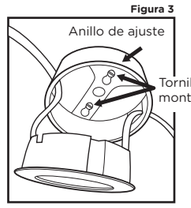

Figura 3
9. Para asegurar el disco en el anillo de reborde, presione con firmeza el anillo de reborde mientras pasa los cables de alimentación eléctrica a través de las aberturas del anillo de reborde hasta que el disco encaje en el lugar. Ver la **Figura 3.**